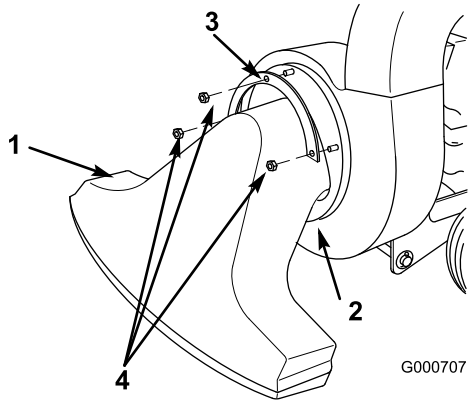

Figur 33
6. Fjern den forreste snude (Figur 33).
7. Tag posen af slisken, og afmonter slisken (Figur 33).